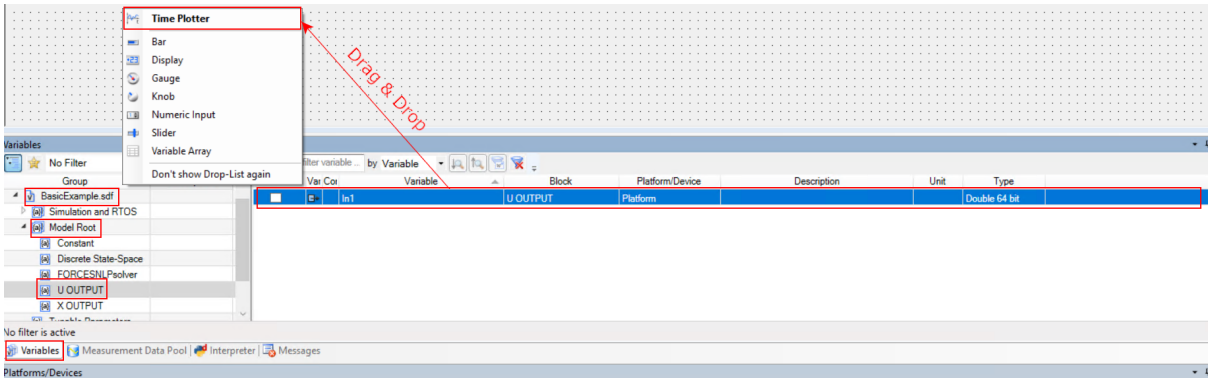
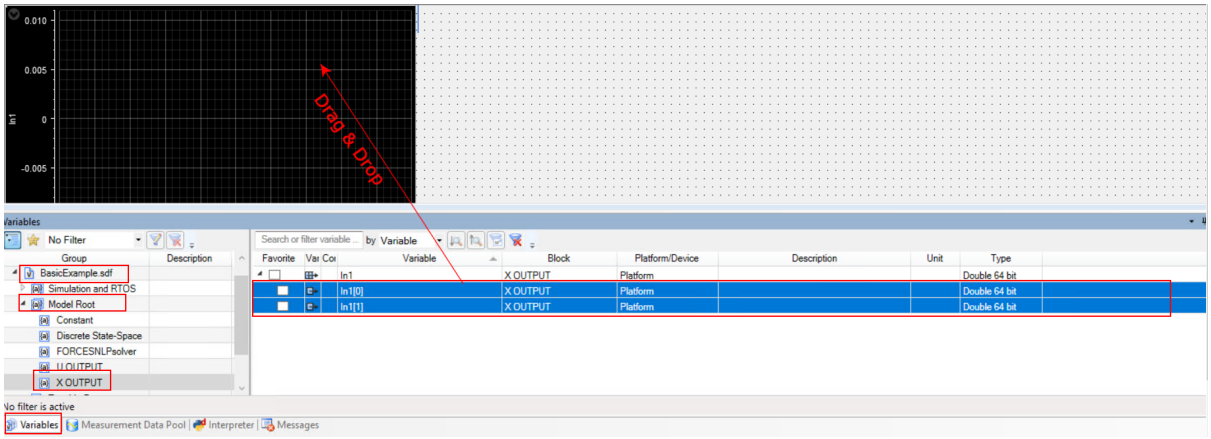

Figure 10.53: Add the inputs of U OUTPUT in a Time Plotter.
Figure 10.54: Add the inputs of X OUTPUT in the same Time Plotter.
7) Select `U OUTPUT` and `X OUTPUT` and Drag & Drop all the input variables together to the Layout. In the opened menu select `Time Plotter` (see Figure 10.53 and Figure 10.54).